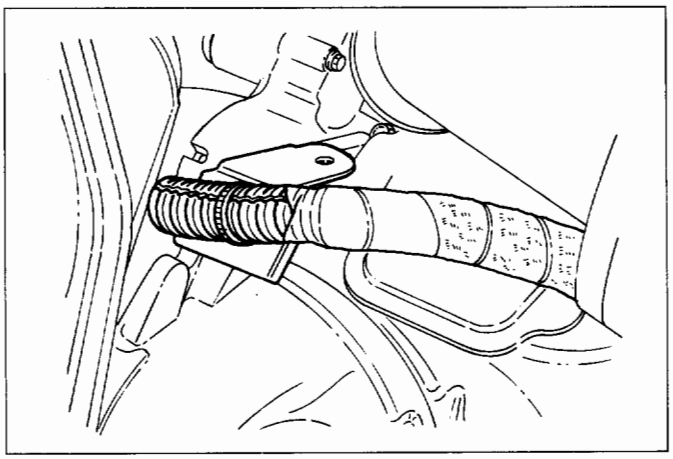

Fig. 7B-15a
- Install bracket and two transmission harness clamps to the transmission case (Fig. 7B-15a).